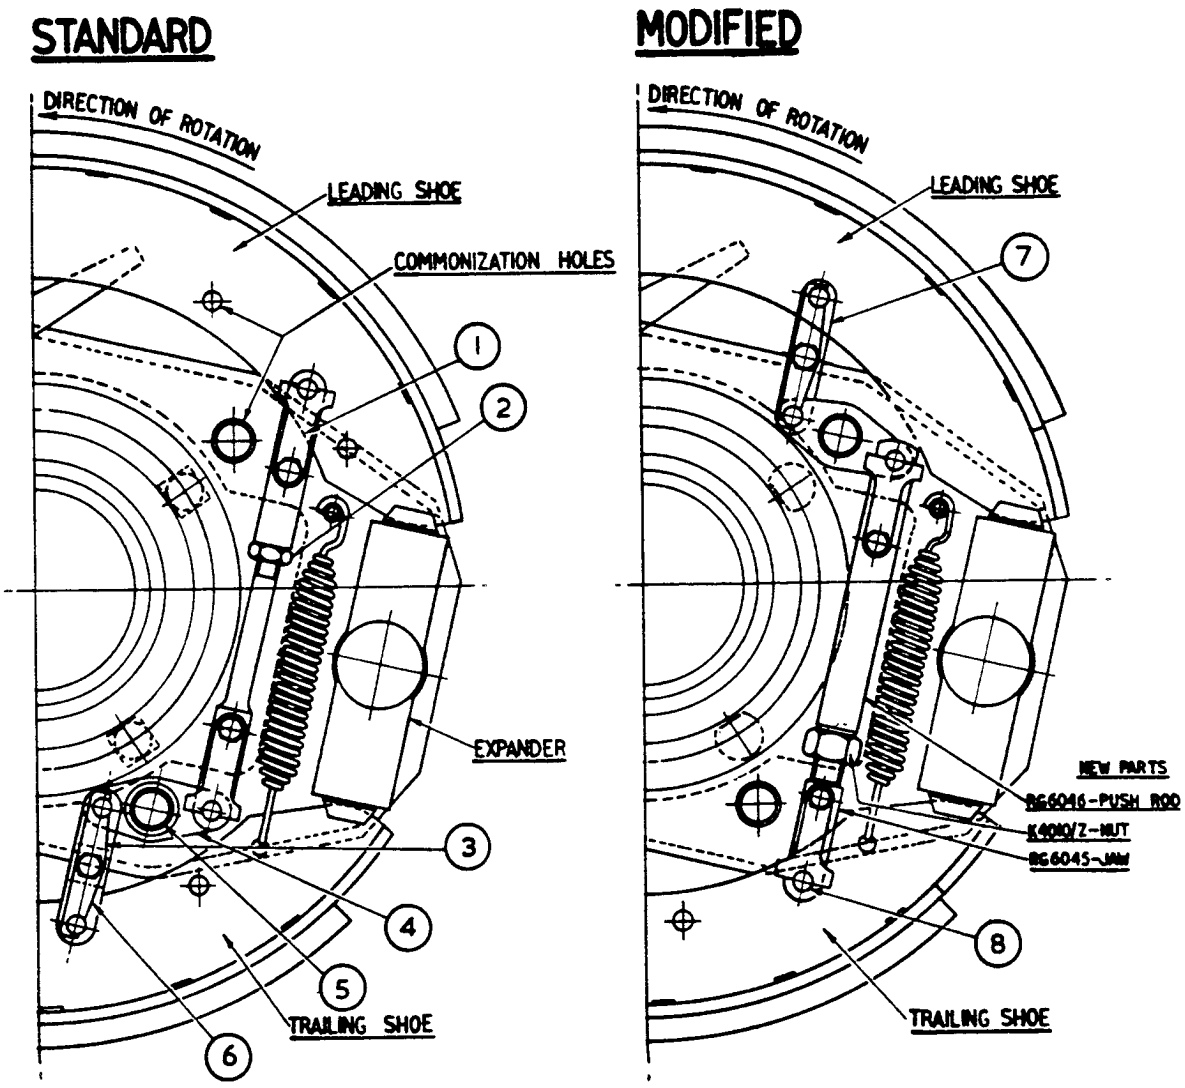

FIG. 2.
(ii) Unscrew the two setscrews retaining the locking plates (1 & 6 Fig.2) on the inter shoe linkage nearest each shoe and pull out the pins holding the links to the shoes and withdraw the complete linkage away from its pivot (5). Do not disturb the setting of the push rod by turning the jaw relative to the rod. It is advisable before removing the linkage, to check the locknut (2) on the push rod for tightness.
(iii) With a 7/16" (B.S.F.) cranked ring spanner, remove the locknut, the Grover and plain washer from the back of the pivot (5) and transfer the pivot from its position just above the lower or trailing shoe to the existing hole in a similar position just below the upper or leading shoe. (See "Modified" Drawing Fig.2).
(v) Refit the linkage complete to the pivot in its new position which will result in the short link (7 Fig.2.) now being attached to the leading shoe and the push rod to the trailing shoe. The necessary holes already exist in the shoe rib, since all shoes are common to any position.